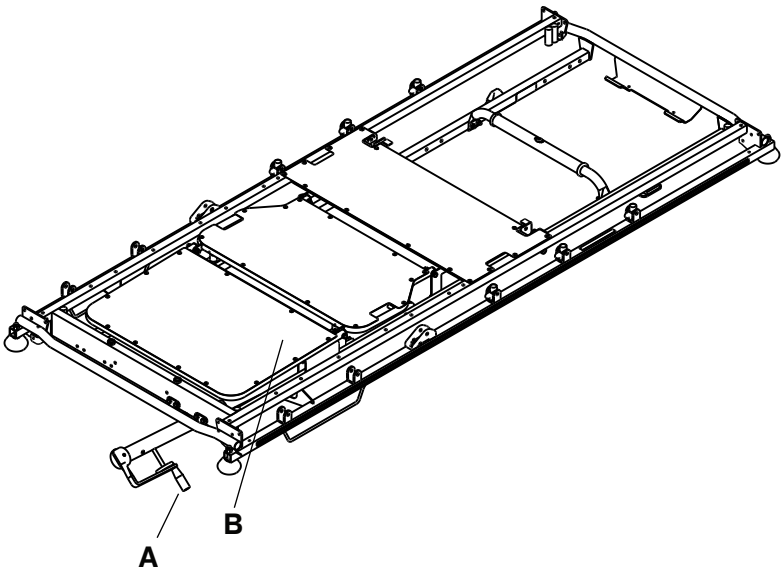

Rysunek 6 – Podparcie kolan i korba
Aby podnieść podparcie kolan (B), należy obracać korbę (A) w prawą stronę (Rysunek 6).